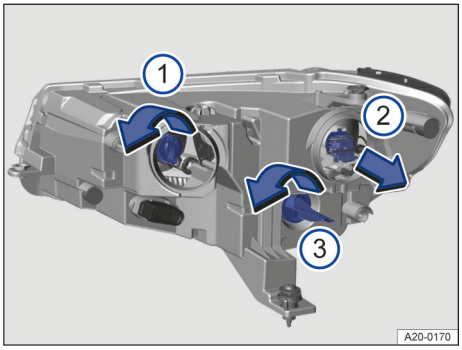

Fig. 172 Dans le compartiment-moteur : remplacement des ampoules du projecteur droit
4. Faites tourner le porte-ampoule → fig. 172 ① dans le sens de la flèche jusqu'en butée et extrayez-le vers l'arrière.
6. Placez le porte-ampoule → fig. 172 ① dans le projecteur, puis tournez-le dans le sens inverse de la flèche jusqu'en butée.
4. Extrayez le porte-ampoule → fig. 172 ② dans le sens de la flèche.
6. Placez le porte-ampoule → fig. 172 ② dans le projecteur et enfoncez-le dans le sens inverse de la flèche.
3. Faites tourner le porte-ampoule → fig. 172 ③ dans le sens de la flèche jusqu'en butée et extrayez-le vers l'arrière.
5. Placez le porte-ampoule → fig. 172 ③ dans le projecteur, puis tournez-le dans le sens inverse de la flèche jusqu'en butée.